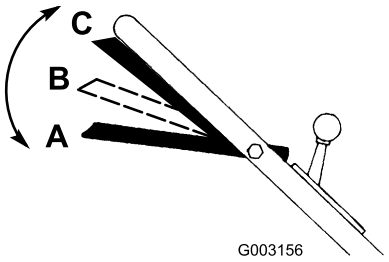

Rysunek 15
1. Ustaw dźwignię sterującą ostrzem w pozycji A (Rysunek 15).
2. Przesuń w prawo dźwignię sterującą ostrzem, a następnie podnieś ją do pozycji B, aby włączyć ostrze (Rysunek 15).
3. Przestaw dźwignię sterującą ostrzem, dociskając ją do uchwytu do pozycji C, aby ruszyć (Rysunek 15).